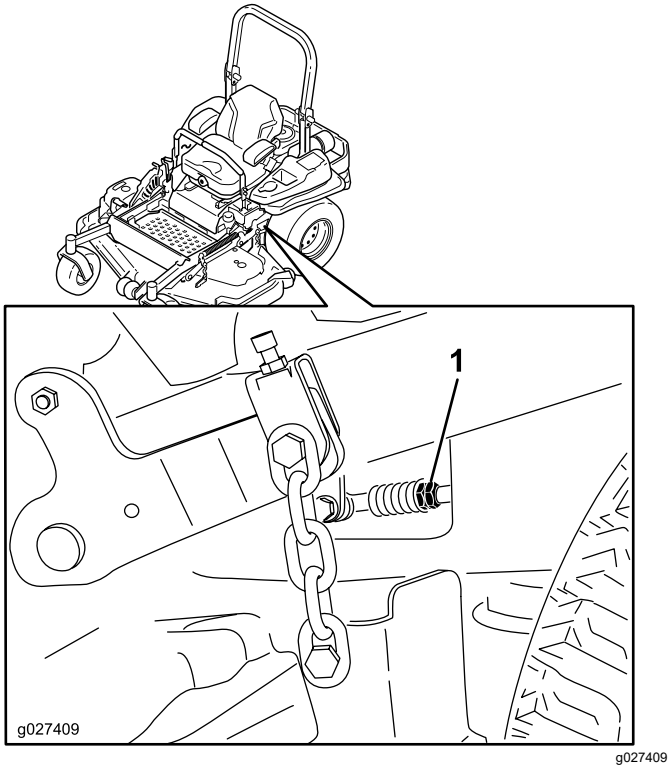

**Figur 96**
10. Juster pumpekontrolstangens længder ved at dreje dobbeltmøtrikkerne på stangen i den relevante retning, indtil hjulene kryber en smule i bakgear (Figur 96).